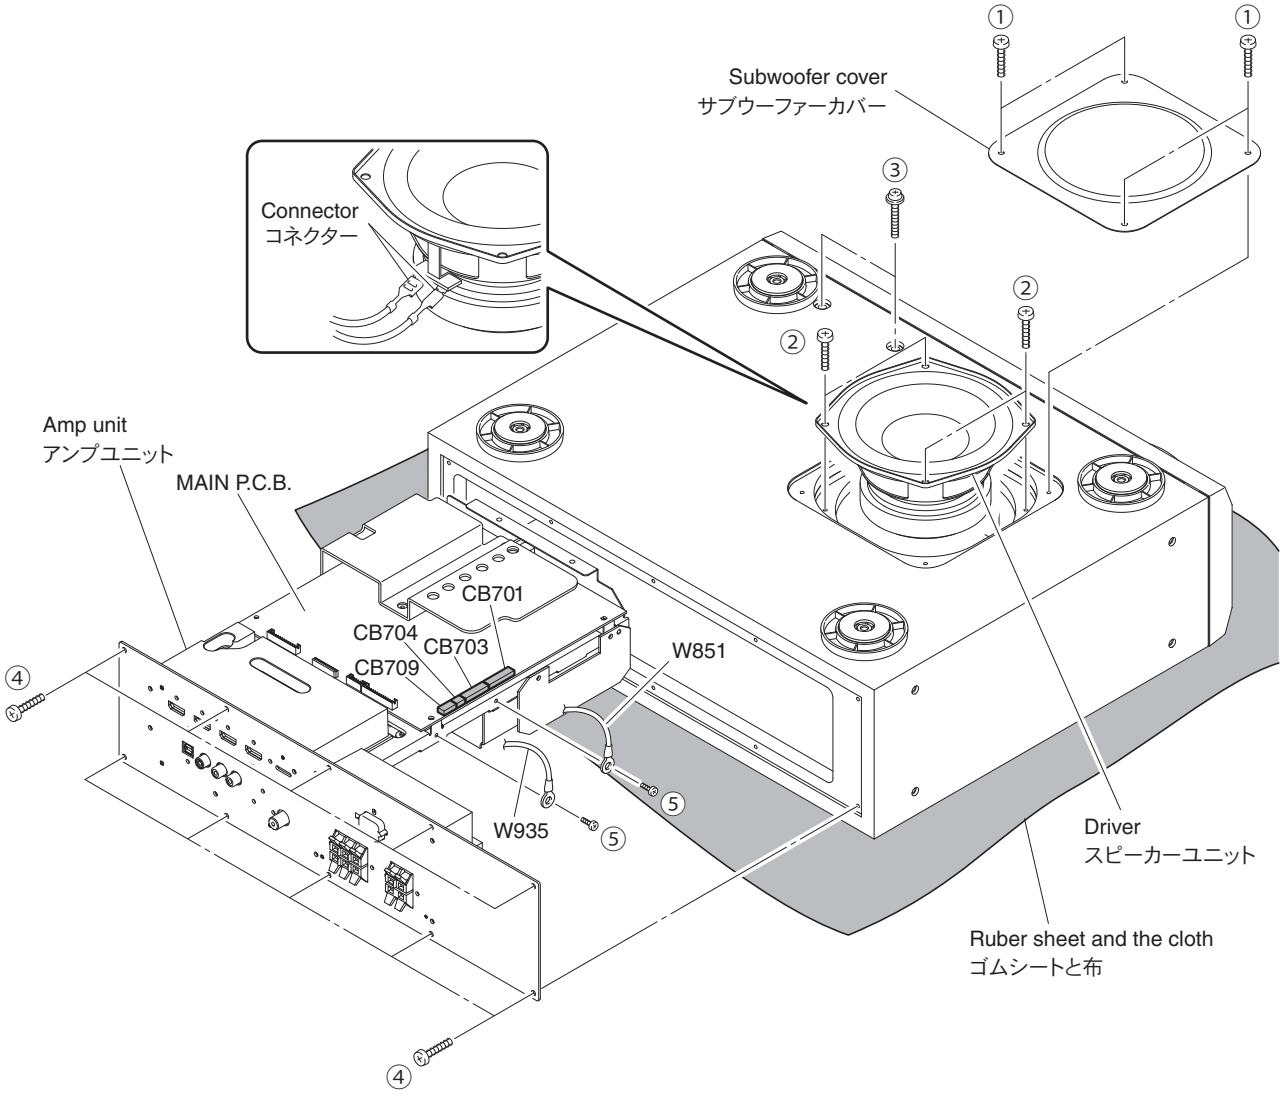

Fig. 1
a. Spread a rubber sheet and cloth, and place this unit upside down on the cloth. (Fig. 1)
b. Remove 4 screws (①), and remove the subwoofer cover. (Fig. 1)
c. Remove 4 screws (②), and pull out the driver. (Fig. 1)
d. Disconnect the connector connected to the terminal of the driver. (Fig. 1)
e. Remove the driver. (Fig. 1)
a. Remove 2 screws (③) and 10 screws (④). (Fig. 1)
b. Remove 2 screws (⑤), and then remove W851 and W935. (Fig. 1)
c. Remove CB701, CB703, CB704 and CB709 on MAIN P.C.B. (Fig. 1)
d. Remove the amp unit. (Fig. 1)
a. ゴムシートと布を敷き、その上に本機を底面を上にして置きます。(Fig. 1)
b. ① のネジ 4 本を外し、サブウーファーカバーを外します。(Fig. 1)
c. ② のネジ 4 本を外し、スピーカーユニットを引き出します。(Fig. 1)
d. スピーカーユニットの端子に接続されているコネクターを外します。(Fig. 1)
e. スピーカーユニットを外します。(Fig. 1)
a. ③ のネジ 2 本、④ のネジ 10 本を外します。(Fig. 1)
b. ⑤ のネジ 2 本を外し、W851、W935 を外します。(Fig. 1)
c. MAIN P.C.B. の CB701、CB703、CB704、CB709 を外します。(Fig. 1)
d. アンプユニットを外します。(Fig. 1)